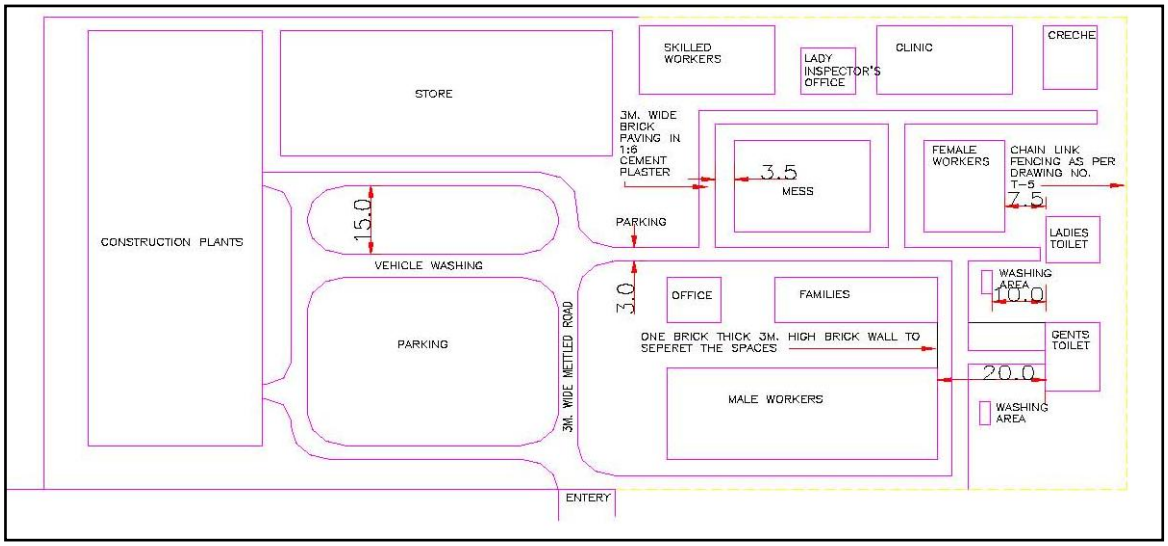

Figure 1-1: Layout Plan for Construction Camp
d) detailed layout plan for development of the construction and labour camp that shall indicate the various structures to be constructed in the camp including temporary, drainage and other facilities (**Figure 1-1** gives a layout plan for a construction camp); and